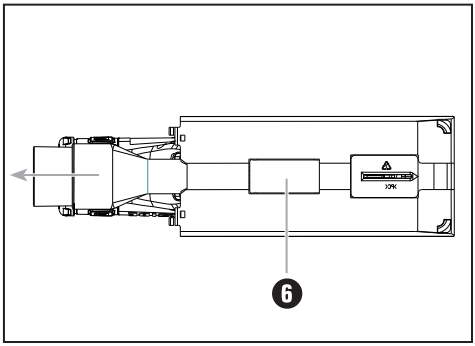

Bild 2: Ta av utsugsröret
- Tryck tummen mot det ställe som markerats på bild 2 för att lossa utsugsröret ❻. Dra samtidigt ut utsugsröret ❻ i pilens riktning med andra handen.